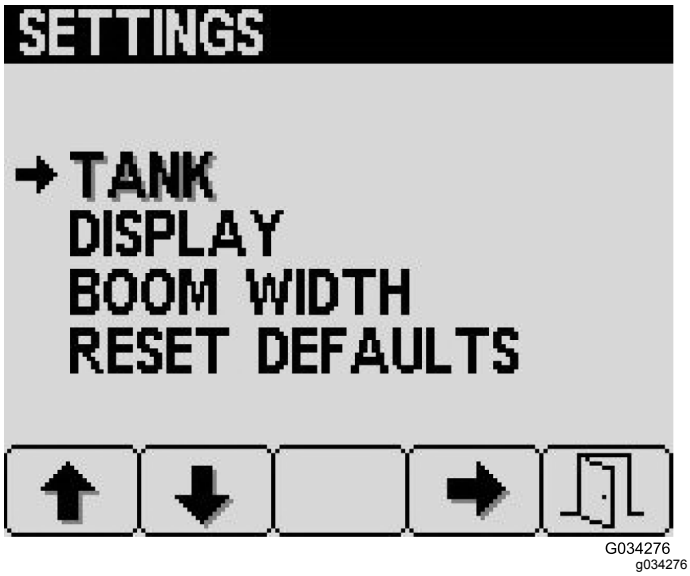

Figur 25
1. På Innstillinger-skjermen, trykk på knapp 2 for å navigere til Tank-alternativet og trykk på knapp 4, Tank (Figur 25).